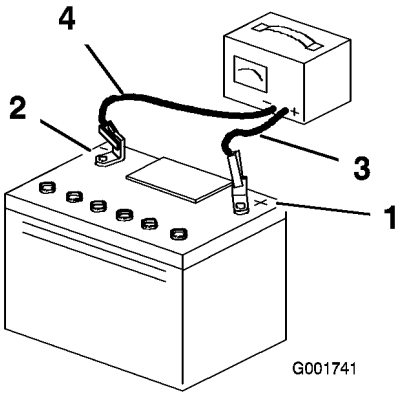

Figure 1
2. Connectez les câbles du chargeur aux bornes correspondantes de la batterie, comme illustré (Figure 1).
4. Quand la batterie est chargée, débranchez le chargeur de la prise, puis débranchez les câbles du chargeur des bornes de la batterie (Figure 1).